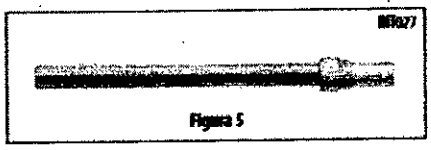

Figura 5
2. Tras abrir la bandeja interna, extraiga el conjunto formado por la herramienta de inserción y el introductor de balón (Figura 5).